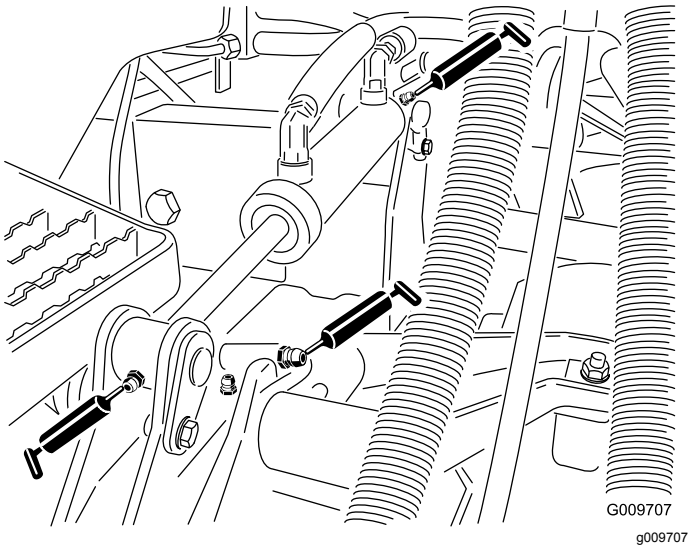

Figuur 51
- Lagerbussen van hefarm (1 per maaidek) (Figuur 51)
- Lagerbussen van hefcilinder (2 per maaidek) (Figuur 51)